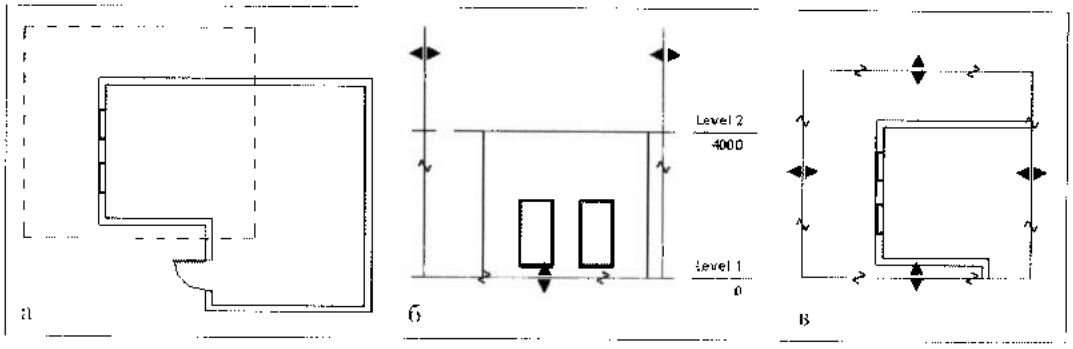

Рис. 4.29. *Управление видимостью на плане и фасаде*
Управление видимостью элементов на плане. На виде плана можно скрыть все элементы, кроме тех, которые попадают в область видимости (рис. 4.29).
1. На виде плана создать прямоугольную область видимости, охватывающую элементы, которые необходимо оставить видимыми на плане этажа или фасаде (на рис. 4.29,а).